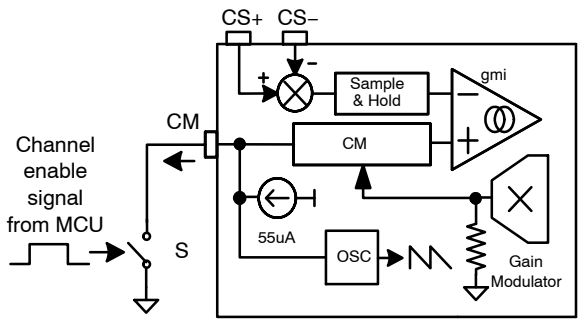
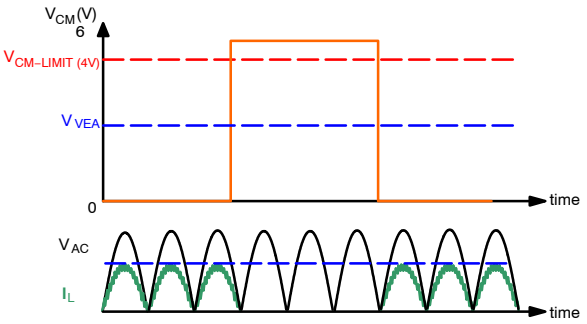

Figure 14. Channel Management by MCU
Figure 15. Channel Management by MCU
Channel Management (CM) function can also be accessed by an MCU through the connection shown in Figure 14. CM pins have internal pull−up current source. If $V_{CM} > 4$ V, the channel is disabled. To enable the channel, make $V_{CM} = 0$ V, as shown in Figure 15.